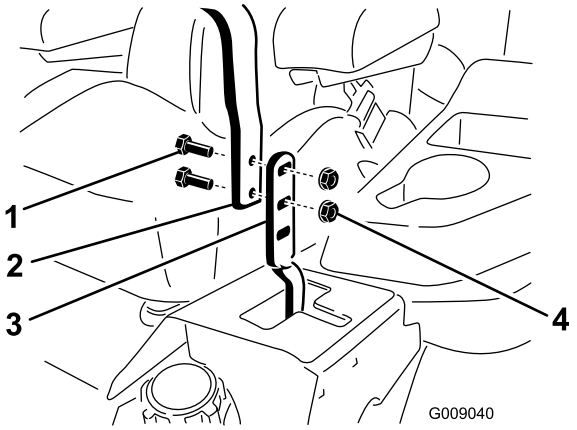

**Figuur 77**
3. Draai de bouten en flensmoeren van de hendels los (Figuur 77).